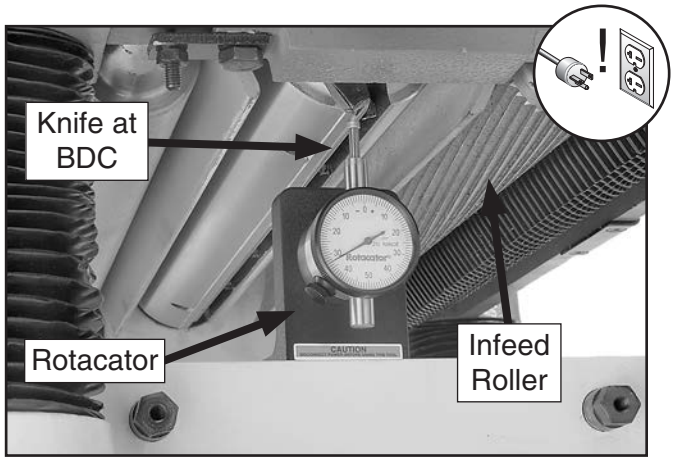

Figure 51. Example of using a Rotacator to find BDC (viewed from left side of machine).
5. Using your Rotacator, find bottom dead center (BDC) of any knife/insert edge by slowly rocking cutterhead pulley back and forth, then set Rotacator dial to "0" (see **Figure 51**).